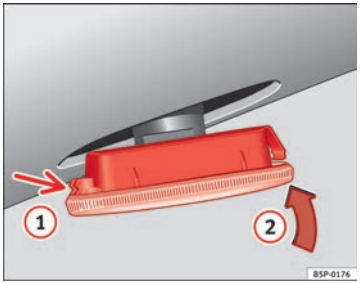

Fig. 234 Side turn signal
– First place the turn signal in the opening in the bodywork, fixing the tabs ⇒ fig. 234, arrow (1).
– Insert the bulb as shown by the arrow (2) ⇒ fig. 234.